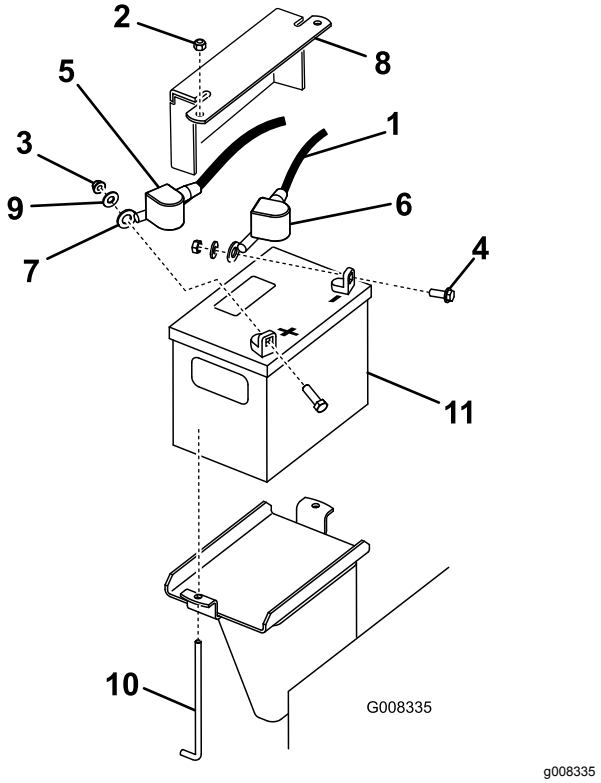

Figuur 37
3. Verwijder het zwarte rubberen kapje van de minkabel. Maak de minkabel los van de minpool (–) van de accu (Figuur 37).
4. Schuif het rode stofkapje voor de accupool van de pluspool (rood) van de accu, verwijder daarna de (rode) pluskabel (Figuur 37).
5. Verwijder de bevestigingsplaat, de J-bouten en de borgmoeren waarmee de accu bevestigd is (Figuur 37) en verwijder de accu.
1. Gebruik de eerder verwijderde bevestigingsmiddelen om de pluskabel (rood) op de pluspool (+) van de accu aan te sluiten (Figuur 37).
3. Gebruik de eerder verwijderde bevestigingsmiddelen om de minkabel (zwart) op de minpool (–) van de accu aan te sluiten (Figuur 37).
4. Bevestig de accu met de balk en vleugelmoeren (Figuur 37).